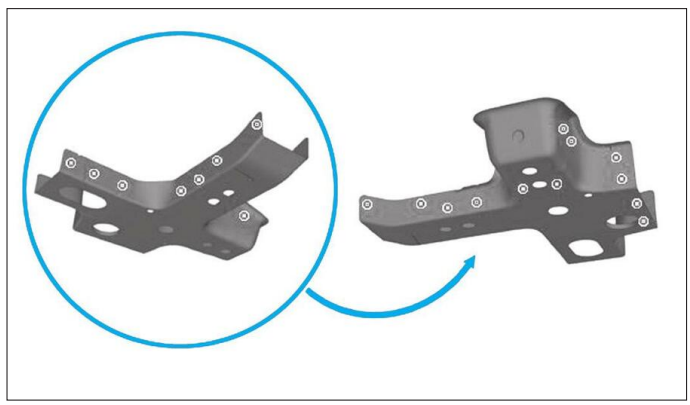

**FIG. 2**
• Percer l'élément avec un foret de 10 mm diamètre **(Fig.2)**.